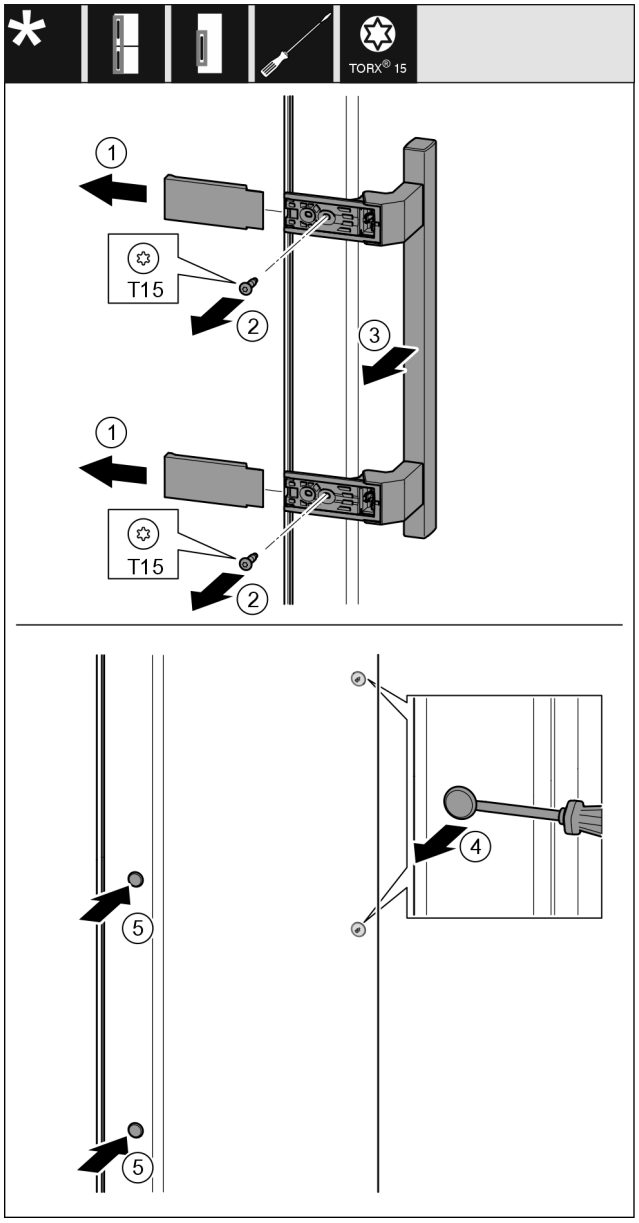

Fig. 22
▶ Îndepărtați capacul *Fig. 22 (1)*.
▶ Demontați șuruburile *Fig. 22 (2)* cu șurubelnița.
▶ Îndepărtați mânerul *Fig. 22 (3)*.
▶ Ridicați cu precauție dopul lateral *Fig. 22 (4)* cu o șurubelniță plată și extrageți-l.
▶ Introduceți dopul *Fig. 22 (5)* pe partea opusă.